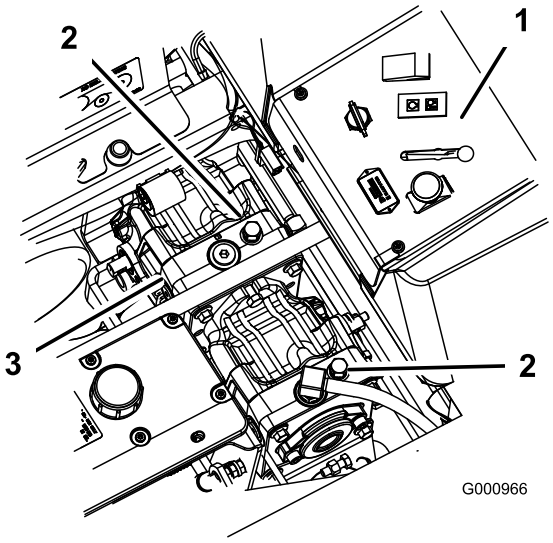

Figur 27
2. Drej omløbsventilerne en omgang mod uret for at skubbe. Derved får hydraulikvæsken mulighed for at løbe uden om pumpen, hvilket gør hjulene i stand til at dreje (Figur 27).
Drej omløbsventilerne en omgang med uret for at betjene maskinen (Figur 27).